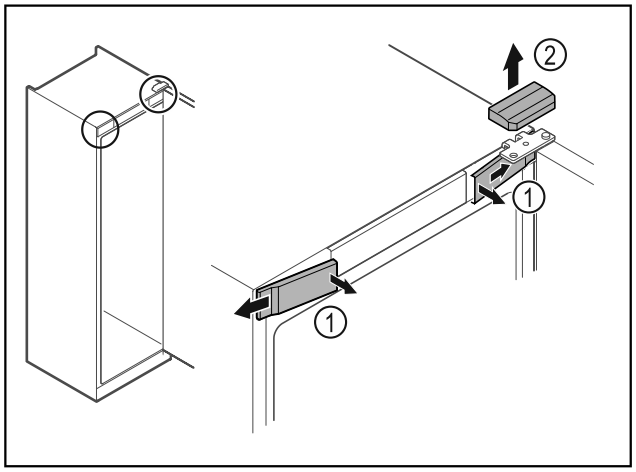

Fig. 5
▶ Звільніть передні кришки *Fig. 5 (1)* всередині від фіксатора та поверніть убік.
▶ Зніміть верхню кришку *Fig. 5 (2)* вгору.